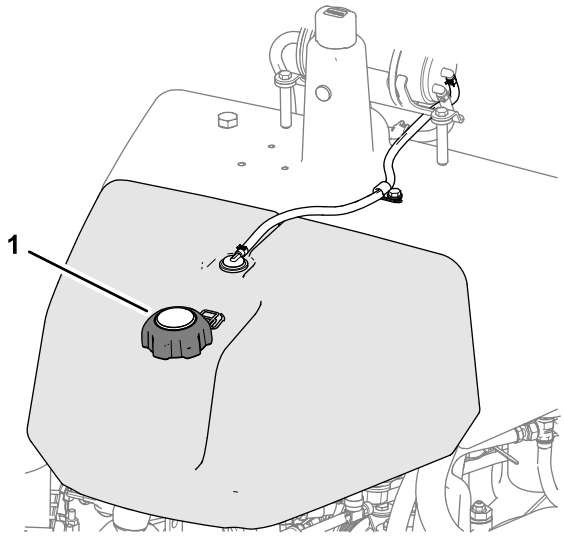

**Figur 24**
1. Gör rent runt tanklocket och ta bort det (Figur 24).